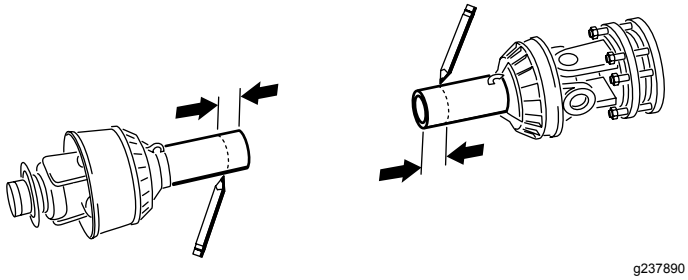
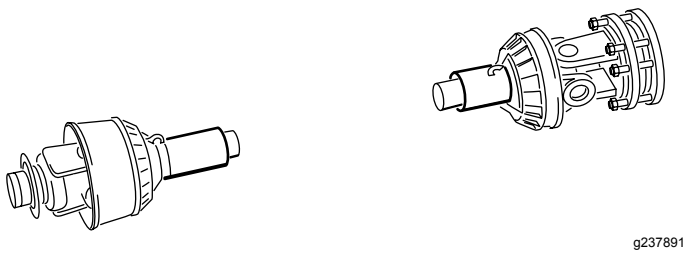

Figur 20
Figur 21
14. Brug dimensionerne fra trin 11 til at finde og markere, og afskær kun sikkerhedsskærmene for at blotlægge rørene (Figur 20 og Figur 21).